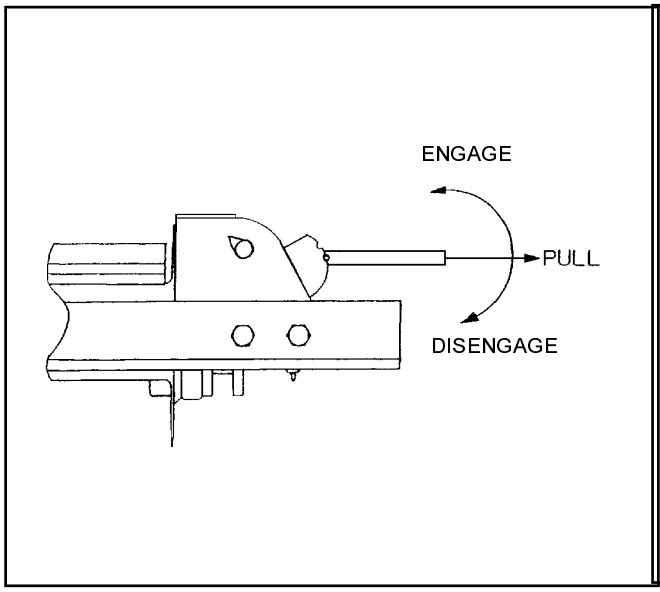

Figure 3-6 12,000# Winch Clutch
3-13.2 The **WINCH CLUTCH HANDLE (See Figures 3-6 and 3-7)** is located on the right or curb-side end of the winch assembly. The function of the Winch clutch handle is to engage or disengage the winch, allowing it to respond to the Winch Hydraulic lever.
a. The **12,000 lb. WINCH CLUTCH HANDLE** has two positions: **(See Figure 3-6)**